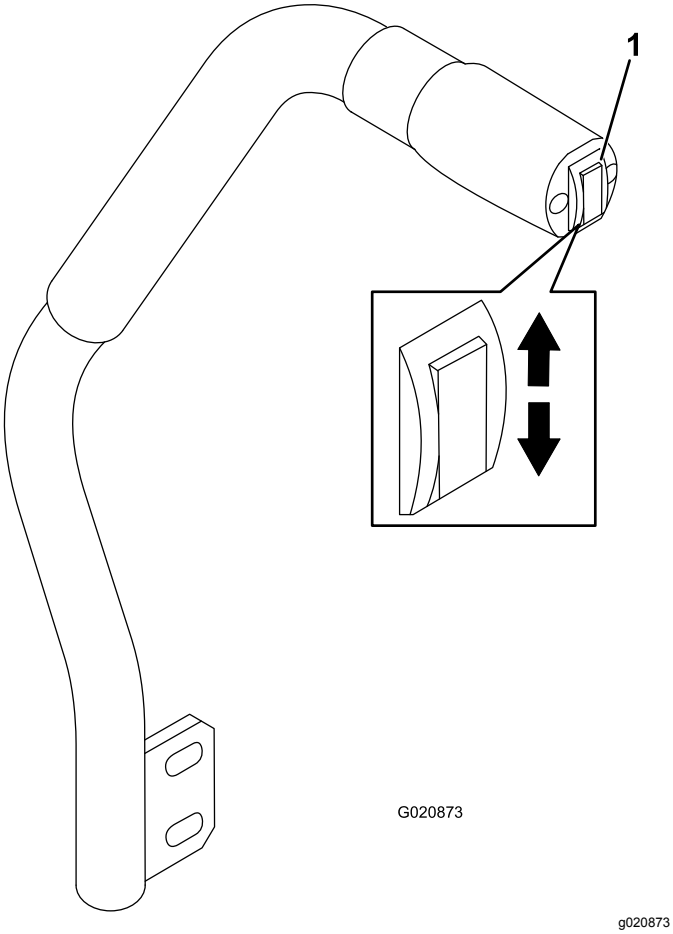

Figur 22
Med brytaren för däcklyft höjer och sänker du klippenheten (Figur 22). Motorn måste vara igång för att du ska kunna använda denna spak.
- Sänk klippenheten genom att föra däcklyftsbrytaren framåt (Figur 22).
- Höj gräsklippardäcket genom att trycka däcklyftsbrytaren uppåt (Figur 22).
1. För tillbaka brytaren för däcklyft medan motorn är igång tills klippenheten är helt upphöjd och **släpp omedelbart brytaren** (Figur 22).